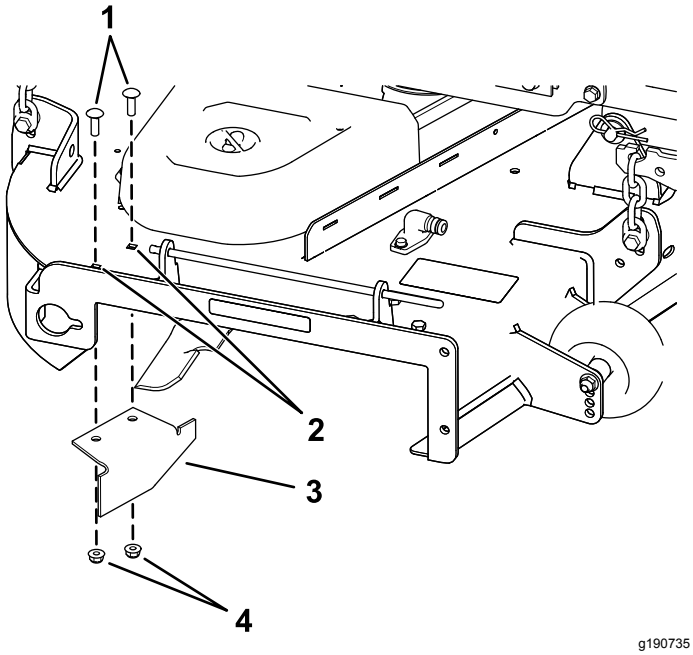

Figur 19
14. Finn kantskjermen i monteringssettposen, fjern festene i de bakre hullene på utslippsplaten og monter skjermen på åpningen på sideutslippet på klippeenheten (Figur 19).